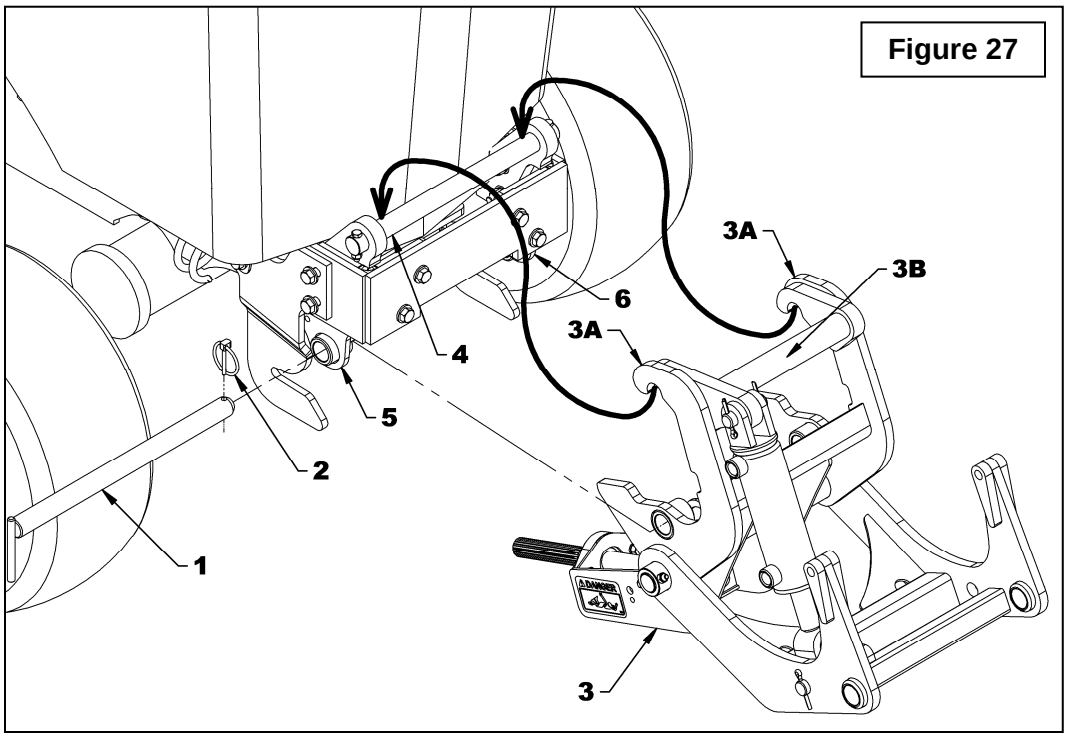

Figure 27
2. **Figure 27 :** Retirer la goupille à anneau 3/16" (item 2) et la goupille en "L" Ø1" x 14 3/4" lg (item 1) du sous-châssis et soulever le sous-châssis par le tube supérieur (item 3b) pour l'accrocher sur la fixation avant du tracteur.
3. **Figure 27 :** Fixer le sous-châssis à la fixation avant avec la goupille en "L" ø 3/4" x 14 3/4" lg (item 1) et la goupille à anneau 3/16" (item 2).